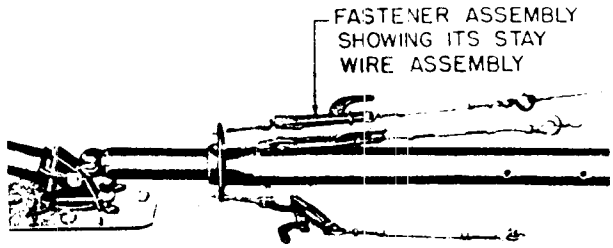
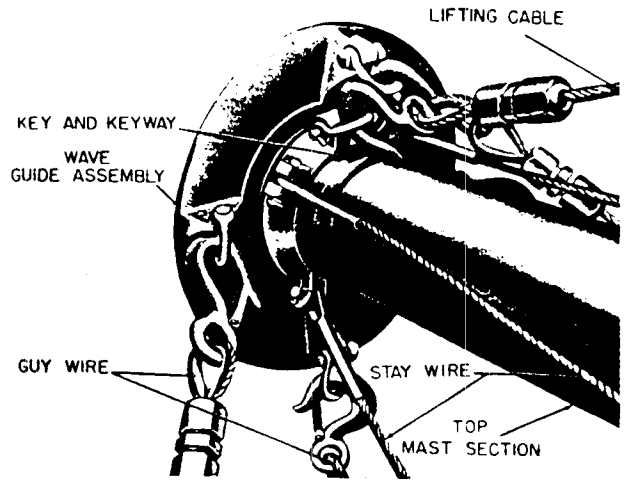

*Figure 213. Stay wire fastener assembly.*
*Figure 218. Installing lifting cable to wire guide assembly.*
5 and 6 slip the stay wire fastener over the slotted end of the bottom mast section so that the adjusted assemblies are facing the top of the mast and the key is properly engaged in the keyway (fig. 213).
entanglement, the terminal connections are facing the top of the mast, and the thimbles the bottom. Fasten the terminal connections to the double lugs on the wire guide assembly at the top of the mast (fig. 218). Engage the swage on the two upper stay wires in the swage felting on the end of the two upper crossarms (fig. 218), and then connect the thimble ends of the two upper stay wires to the hooks on the stay wire fastener assembly at the bottom of the mast (fig. 213). Leave the adjuster arms on the fastener assembly in a slack position. The two lower stay wires cannot be assembled until the mast has been raised sufficiently to allow the lower crossarms to be unfolded.
**1, 2, 3,** and **4** unreel the guy wires from the winch assemblies and connect them to the outer shackles on the wire guide assembly at the top of the mast (fig. 218).
**5** and **6** attach the two lifting cables to the upper shackles on the boom cable hanger (fig. 218). The turnbuckle end of the short lifting cable fastens to the mast.